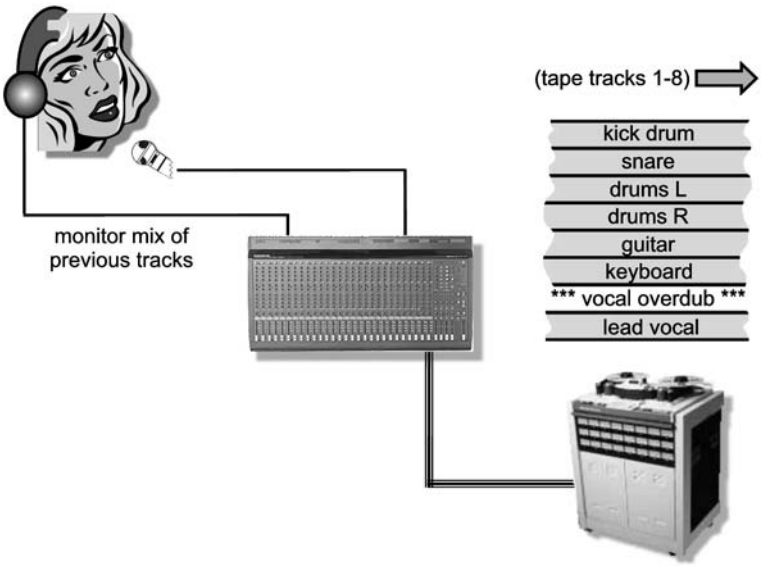

Figure 1.23. *Basic representation of the overdubbing process.*
Once the basic tracks have been laid down, the process of adding additional parts can begin in a process known as *overdubbing*. During this phase, the previously recorded tracks are monitored in the studio over headphones while one or more new musical parts are laid down onto the separate and available tracks of a recorder or DAW (Figure 1.23). During the overdub (OD) phase, individual parts are added to an existing project until the song or soundtrack is complete. If the artist makes a mistake . . . no problem—simply rewind the tape or recue the workstation back to the where the instrument begins and repeat the process until you've captured the best possible take. If a take goes *almost* perfectly except for a bad line or a few flubbed notes, it's possible to go back and rerecord the offending segment onto the same or a different track in a process known as *punching in*. If the musician lays down his or her part properly and the engineer dropped in and out of record at the correct times (either manually or under automation), the listener won't even know that the part was recorded in multiple takes . . . such is the magic of the recording process! More in-depth information on this topic can found in Chapter 18 (Studio Session Procedures).